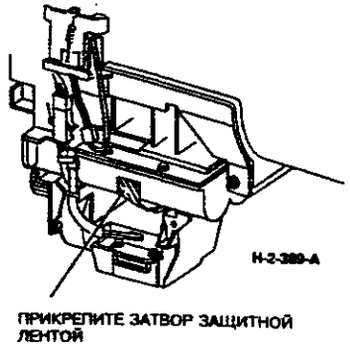

**Рисунок 2. Подготовка к снятию крышки коробки для тонера**
5. (Рисунок 2) Подготовьтесь к снятию нижней крышки коробки для тонера.